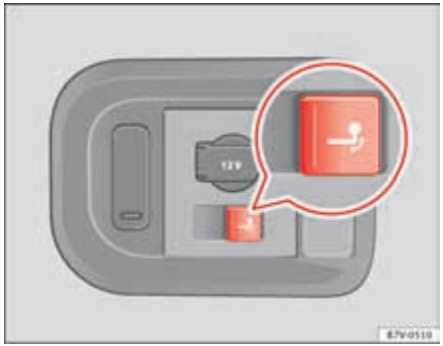

Fig. 163 Right-hand side of the luggage compartment: button to electrically release the tow hitch ball.
- Press the knob briefly ⇒ fig. 163. The tow ball is released electronically and folds out automatically; the button indicator will blink.
- Press the knob briefly ⇒ fig. 163. The tow ball is electronically released; the indicator blinks.